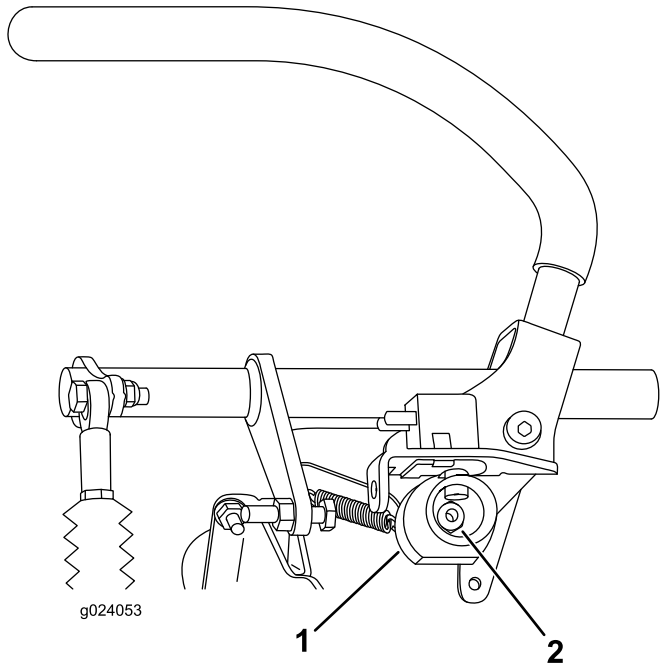

Figuur 69
7. Draai de moer los waarmee de nok is bevestigd (Figuur 69).